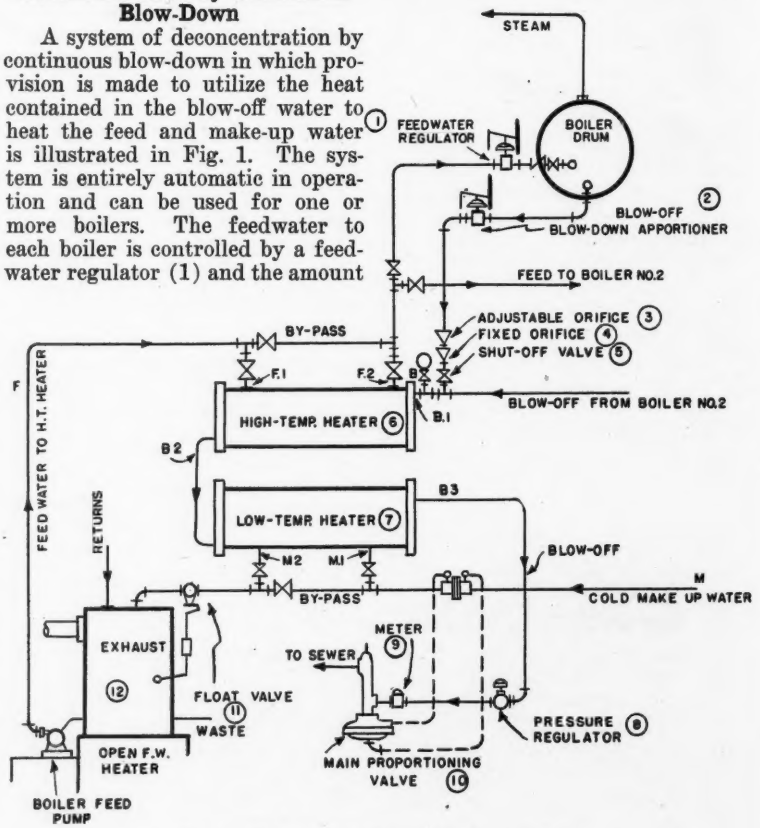

Fig. 1. Diagram of continuous blow-down system
A system of deconcentration by continuous blow-down in which provision is made to utilize the heat contained in the blow-off water to heat the feed and make-up water is illustrated in Fig. 1. The system is entirely automatic in operation and can be used for one or more boilers. The feedwater to each boiler is controlled by a feedwater regulator (1) and the amount of blow-off from each boiler by a regulated "blow-down apportioner" (2). An adjustable orifice (3), a fixed orifice (4), and an ordinary shut-off valve (5), are provided in the blow-off connection from each boiler as shown in the illustration. The blow-off water enters the high-temperature heat exchanger (6), where it gives up a large part of its heat to the feedwater from the open or atmospheric heater (12) before it is delivered to the boilers. Leaving the high-temperature heater, the blow-off water is then passed through the low-temperature heater (7) where the remaining heat is utilized to heat the cold make-up water before it is sent to the open heater (12). After leaving the low-temperature heater (7), the blow-off water is passed through a pressure regulating valve (8) before going to the recording meter (9) and main proportioning valve (10), and thence to the sewer or waste. The diaphragm of the main proportioning valve is operated by a device installed in the make-up line as shown. The amount of raw make-up water passing through the low-temperature heater, and thence to the open heater, is regulated by the
Referring to Fig. 1, let